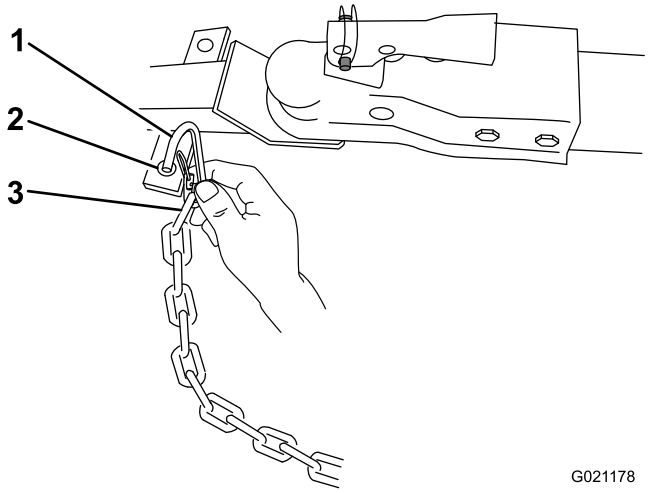

Figure 26
3. Accrochez chaque bout de la chaîne au point de montage de la chaîne de sécurité du véhicule tracteur à l'aide des maillons d'attache (Figure 26).